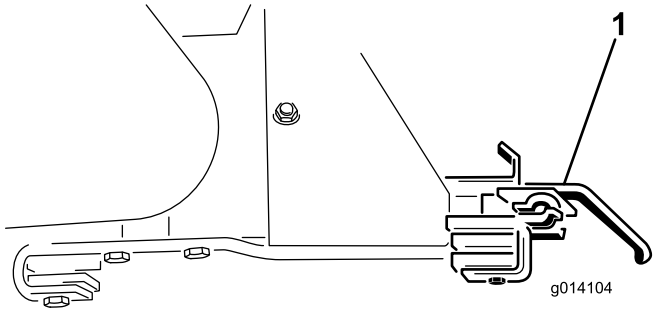

Figur 47
18. Afmonter to tilbehørsbeslag (Figur 47).